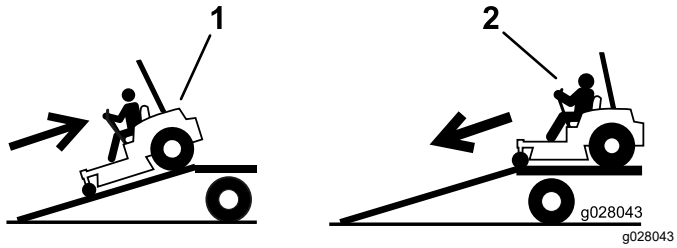

Figur 43
4. Backa maskinen uppför ramper (Figur 43).
2. Kör maskinen framåt nedför ramper (Figur 43).